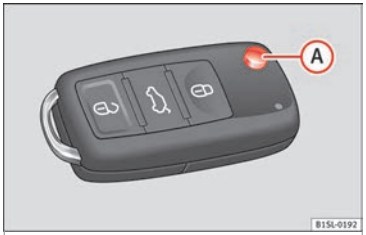

Fig. 96 Remote control key
When the button is pressed ››› Fig. 96 (A), the key shaft is released and unfolds.
- **If the buttons of the vehicle key are pressed ››› Fig. 96 or one of the central locking buttons ››› page 92 is pressed repeatedly in quick succession, the central locking briefly disconnects as protection against overloading. The vehicle is then unlocked. Lock it if necessary.**